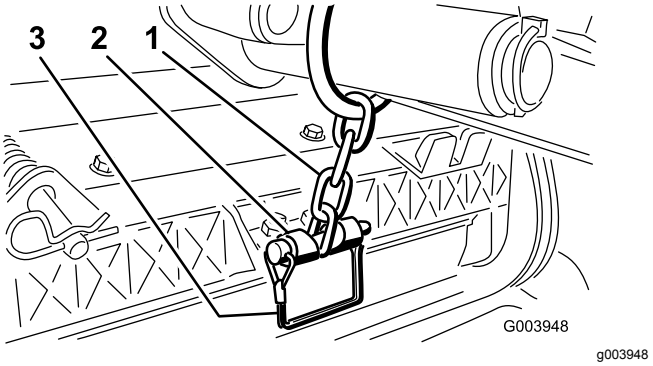

**Figur 12**
12. Fest løftearmkjedet til kjedebraketten med låsestiften (Figur 12).